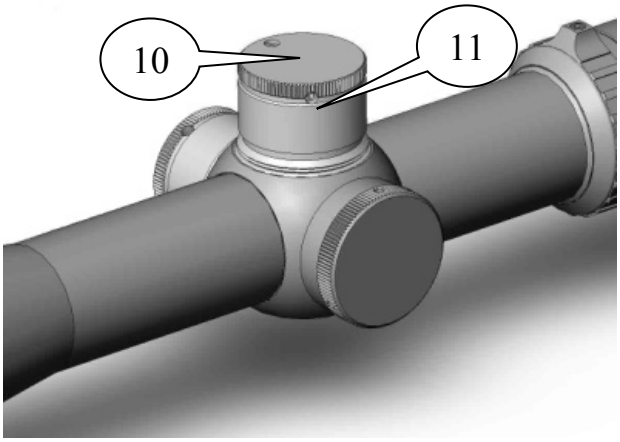

Fig. 4.
12) After the alignment the wheels positions (5) shall be fixed (zeroed in). For that use the hexagonal wrench (S2) and slacken the three wheel fixation screws (11) as shown on Fig. 4. Rotate the wheels (without clicks) until the "0" mark coincides with the matchmark on the scope body. After that take the same wrench and tighten the three fixation wheels to fix the new wheels position (11).